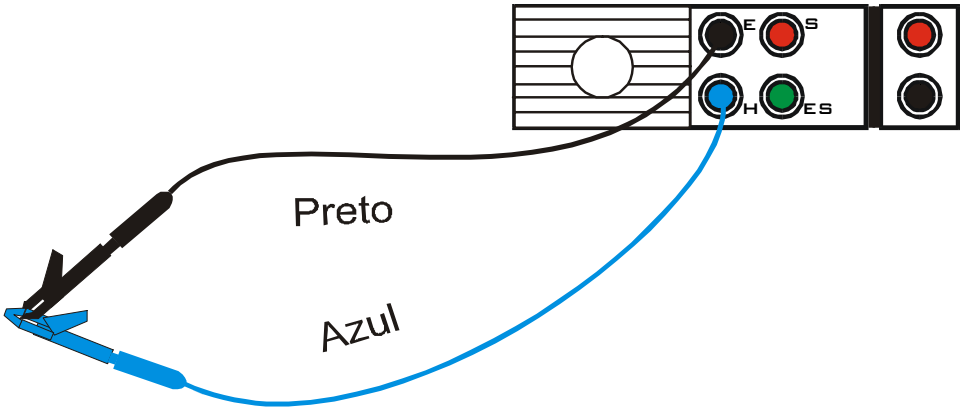

Fig. 7: Ligação dos terminais do instrumento para efectuar a compensação da Resistência dos Cabos.
2. Deslocar o aparelho para o conector RS232 e inserir os cabos Preto e Azul do KIT5004F nos respectivos terminais de entrada do instrumento (ver Fig. 7).
5. Curto-circuitar os terminais dos cabos de medida tendo cuidado para que as partes condutoras dos crocodilos efectuem um bom contacto (ver Fig. 7).